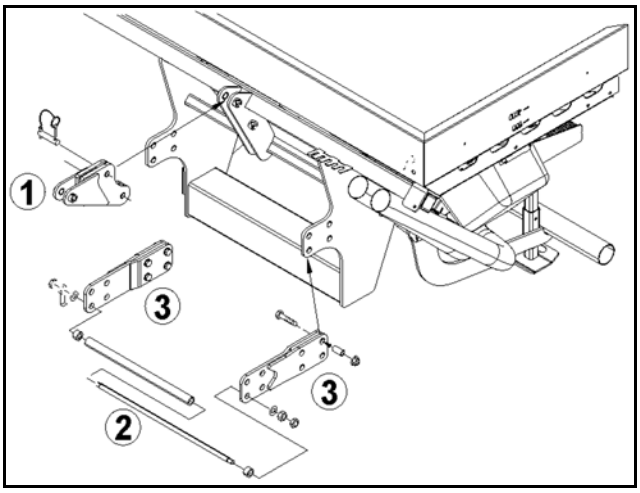

図 35
1. アッパーアーム延長装置（図 35/1）を 2 本のボルトで FRS に固定し、リンチピンで固定します。
2. リフトアーム収容部（図 35/2）を、標準リフトアーム箇所から緩めます。
3. リフトアーム収容部をリフトアーム延長装置（図 35/3）に固定します。ここでは、回転防止装置の正しい組み立てに注意を払います。